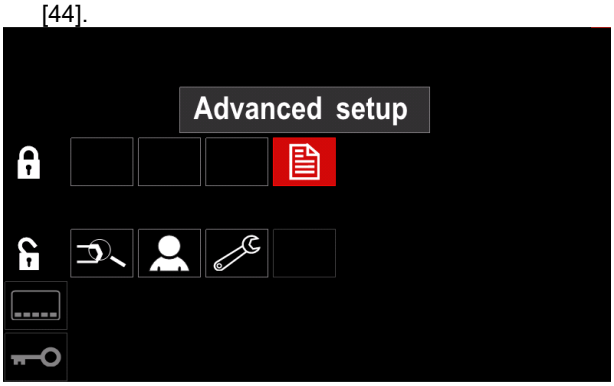

Abb. 47
- Den rechten Knopf [36] drücken. Das Icon des gewählten Parameters verschwindet vom unteren Rand des Displays (Abb. 47). Dieser Parameter verschwindet auch aus der Schweißparameter-Leiste [44].